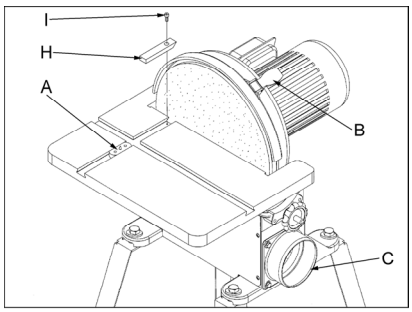

Fig 6
Après avoir arrêté la machine, la rotation du disque peut être arrêtée plus rapidement en appuyant sur le frein (B, Fig 6).
La pointe de centrage livrée avec la machine (A, Fig 6) est utilisée pour un ponçage en rond. Ajuster le rayon désiré et serrer les pas de vis.
L'insertion de table à encoches (H, Fig 6) doit être montée pour le ponçage de petites pièces. La fixer avec 1 vis à 6 pans creux (I).